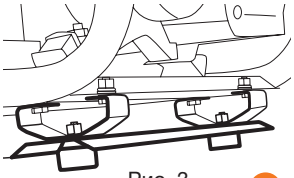

Рис. 3
- Присоедините виброопоры с планкой к раме генератора закрепите их болтами и гайками, надежно протяните резьбовые соединения вибропор и планки (Рис. 3).